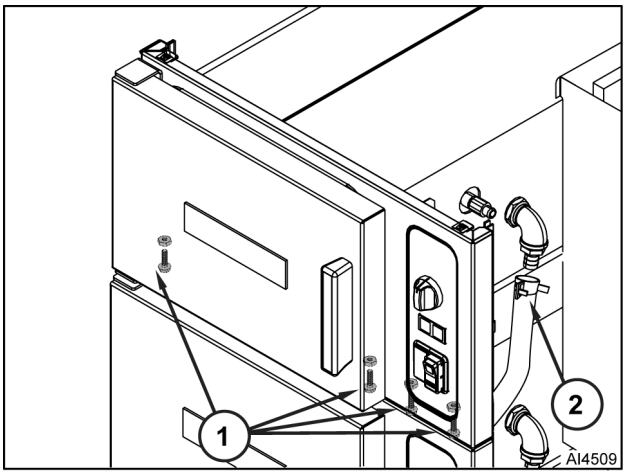

Fig. 46
B. Remove four bolts nuts (1, Fig. 46) that secure upper and lower cooking compartment front panels.
C. Disconnect steam supply hose (2) from steam fitting.